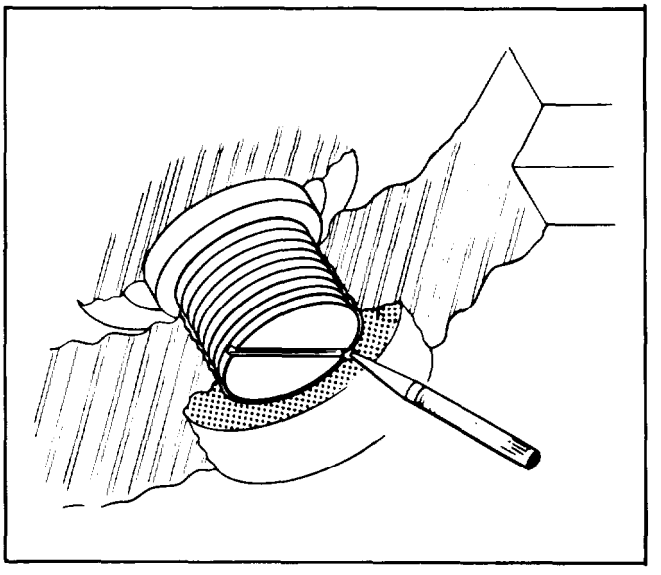

Figure 4-90. Securing Outer Thrust Roller
a. Check outer thrust rollers for wear and loose mounting studs. If bearings are worn, replace, If loose, tighten and stake in place as shown in figure 4-90.